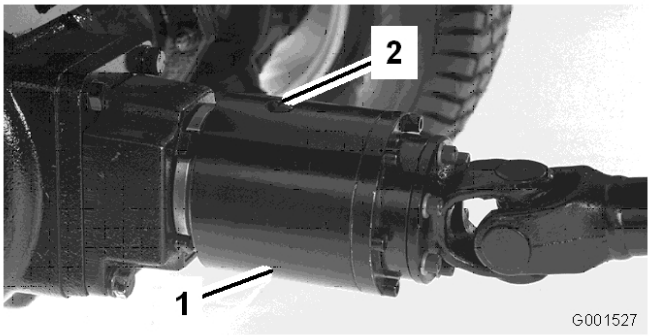

Figur 28
2. Vrid kopplingen (Figur 28) så att kontrollpluggen (visas i läget klockan 12) placeras i läget klockan 4.